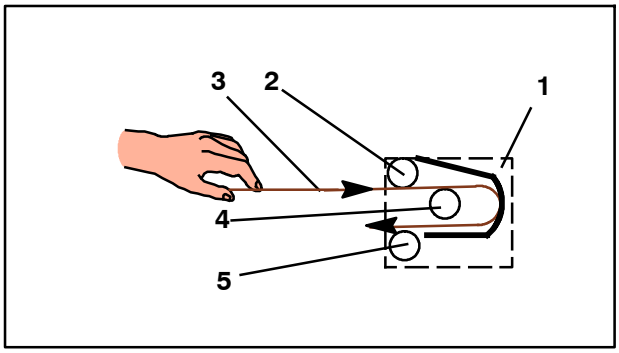

Fig. 54 Unité danseur côté enrouleur, représentation schématique
9. Côté enrouleur, introduire la bande jusqu'à l'unité danseur (Fig. 54/1) - pour l'introduction de la bande, voir les Instructions d'utilisation de FoilStar
10. Introduire la barrette en plastique souple (Fig. 54/3) fournie sous le rouleau de guidage (Fig. 54/2)
11. Continuer d'insérer la barrette en plastique sur le rouleau danseur (Fig. 54/4) jusqu'à ce que le rouleau de guidage (Fig. 54/5) soit visible